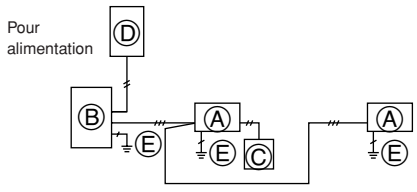

Fig. 6-1
6.1. Appareil extérieur (Fig. 6-1, Fig. 6-2)
① Retirer le panneau de service.
② Effectuer le câblage conformément aux figures 6-1 et 6-2.